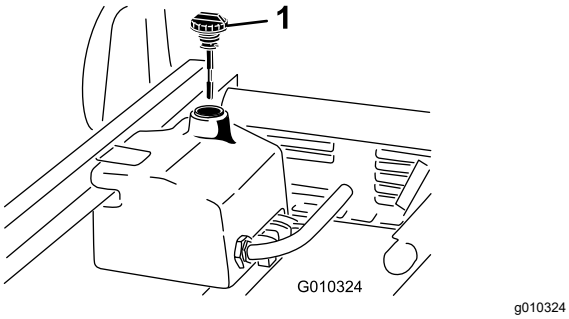

Figur 20
1. Rengjør rundt påfyllingshalsen og lokket på tanken for hydraulisk olje (Figur 20).
3. Fjern peilestaven (Figur 20) fra påfyllingshalsen, og tørk av den med en ren fille.